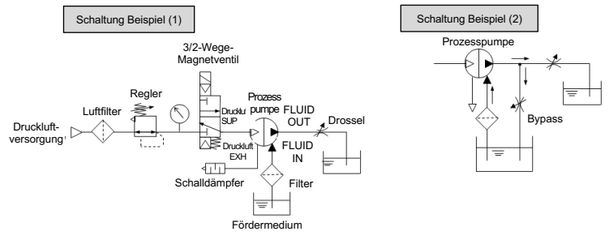

Abb. 2 Schaltkreise für automatisch betätigte Ausführung
Siehe [Abb. 2] für Schaltkreisbeispiele.
<Ein- und Ausschalten> Siehe Schaltkreisbeispiel (1) [Abb. 2].
1. Die Einstellung der Förderleistung am Anschluss der Ausgangsleitung <FLUID OUT> erfolgt mittels einer Drossel auf der Ausgangsseite. Siehe Schaltkreisbeispiel (1) [Abb. 2].
2. Wenn Sie die Pumpe mit einer Durchflussmenge unterhalb des zulässigen Bereichs betreiben wollen, verwenden Sie eine -Bypass-Leitung von der Ausgangsseite zur Ansaugseite, um den Mindestdurchfluss innerhalb der Prozesspumpe sicherzustellen. Liegt die Durchflussmenge unterhalb des Mindestdurchflusses, kann es aufgrund eines instabilen Betriebs zum Stillstand der Prozesspumpe kommen. Siehe Schaltkreisbeispiel (2) [Abb. 2] (Mindestdurchfluss: 56-PA3##0 1 l/min, 56-PA5##0 5 l/min).